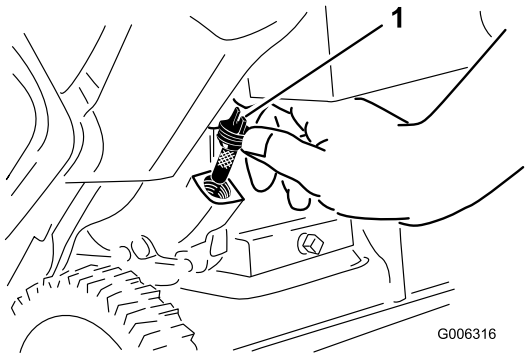

Rysunek 30
6. Wyczyść obszar wokół korka wlewu oleju (Rysunek 30).
7. Odkręć i zdejmij korek wlewu oleju (Rysunek 30).